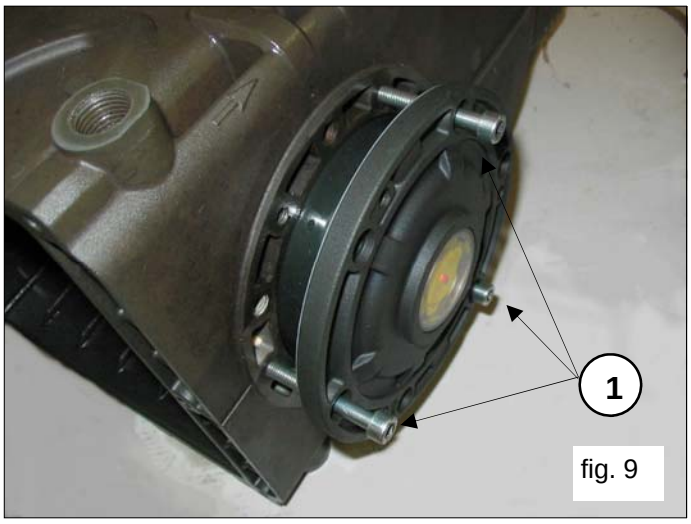

fig. 9
Before assembling the indicator side cover, ensure the presence of shim rings. To facilitate filling of the first section and relative press fitting of the covers on the casings, we recommend using 3 M6 x 40 screws, (pos.①, fig. 9), then complete the operation with supplied screws (M6x18)
To transition the two side covers closer to the casing, it is possible to use 3 M6x40 screws for the first positioning phase as indicated in fig. 9 and the screws provided for final fastening.
Bring the indicator side flange closer as in point 2.1.2. fig. 9 with the help of a thickness gauge (see fig. 15):